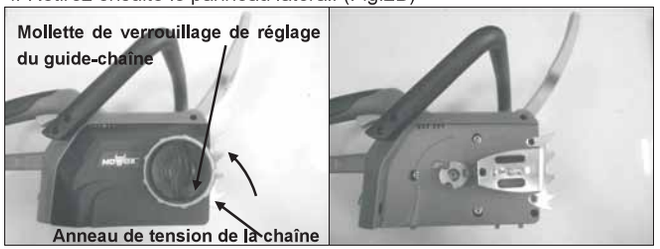

Fig.2A Fig.2B
2. L'anneau de tension de la chaîne doit être tournée dans le sens contraire des aiguilles d'une montre jusqu'à sa butée. (Fig.2A)
3. La mollette de verrouillage du réglage du guide-chaîne doit être tourné dans le sens contraire des aiguilles d'une montre jusqu'à sa butée. (Fig.2A)